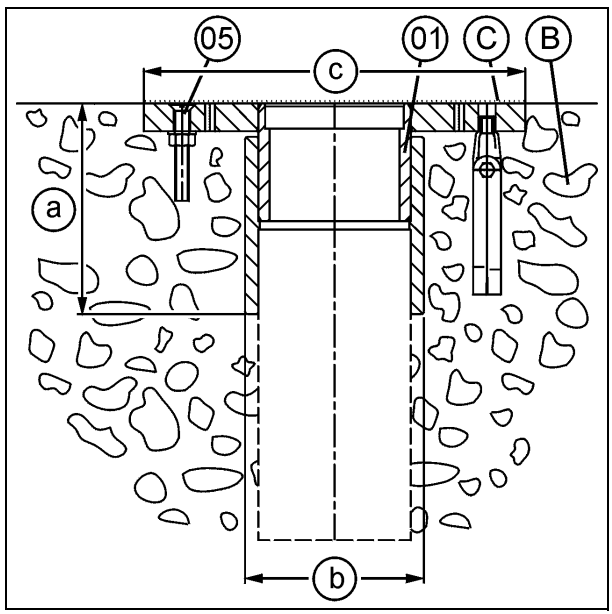
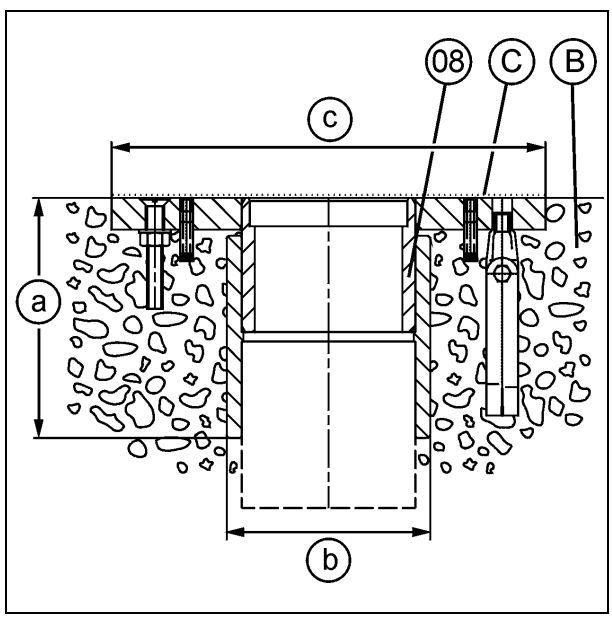
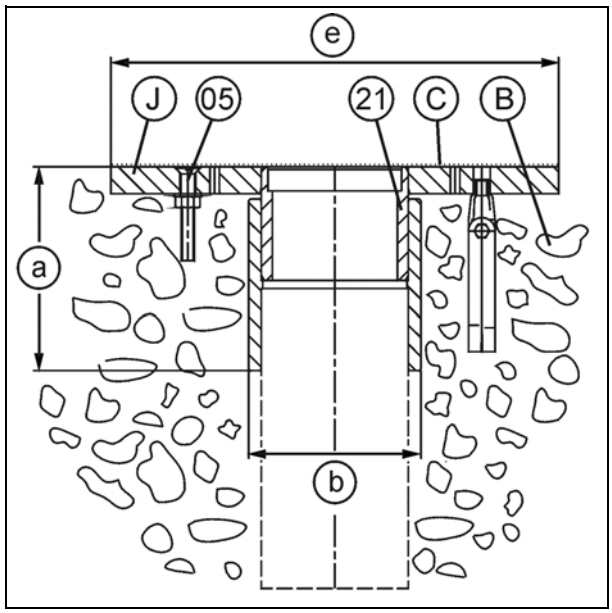

Fig. 12
Fig. 13
Fig. 14
V. Fig. 12, Fig. 13 e Fig. 14.